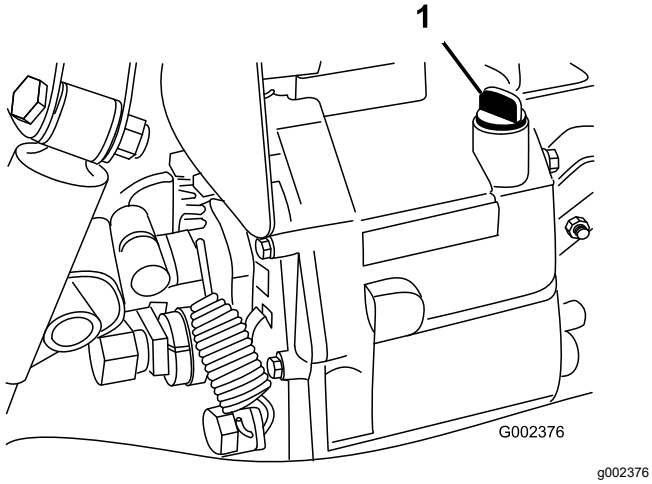

**図 69**
4. ディップスティック取り付け部の周辺をきれいにぬぐう図 69。